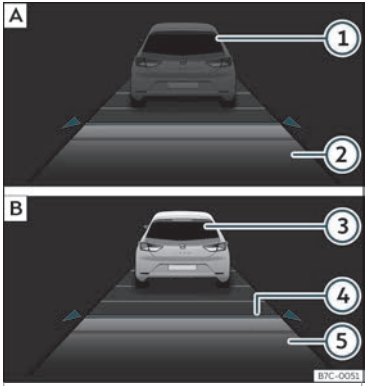
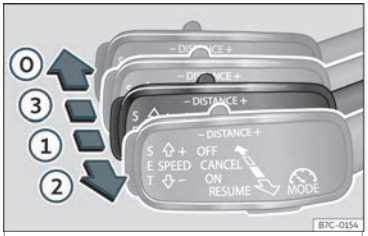
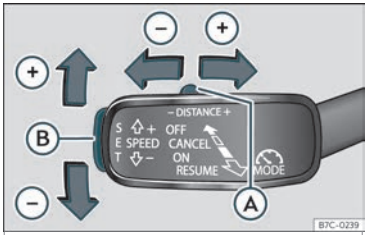

Fig. 216 Na pantalla do cadro de instrumentos: A ACC inactivo (Standby). B ACC activo.
Fig. 218 Á esquerda da columna da dirección:terceira panca para manexar o control adaptativo de velocidade.
Fig. 219 Á esquerda da columna da dirección:terceira panca para manexar o control adaptativo de velocidade.
Indicacións na pantalla ››› **fig. 216**:
Cando o ACC está conectado, no cadro de instrumentos ilumínase o indicador de control verde e na pantalla amósase a velocidade programada e o estado do ACC ››› **fig. 216**.
- Para activar o ACC mova a terceira panca á posición **ON** ››› **fig. 218** ①. Neste momento o ACC non está activo nin hai velocidade programada.
- A continuación, prema a tecla **SET** ››› **fig. 219** Ⓑ ou desprace a panca á posición **RESUME** ››› **fig. 218** ②. Neste momento actívase o ACC, prográmanse a velocidade e a distancia. A imaxe do cadro pasará a modo *Activo* ››› **fig. 216** B.
- Para programar a velocidade, mova a terceira panca cara arriba ⊕ ou abaixo ⊖ ata a velocidade desexada ››› **fig. 216** ⑥. O axuste da velocidade realízase en intervalos de 10 km/h (6 mph).
- En caso de que desexe incrementar a velocidade en intervalos de 1 km/h (0,6 mph), desprace a panca cara á posición **RESUME** ››› **fig. 218** ② ou para diminuíla prema a tecla **SET** ››› **fig. 219** Ⓑ.
- Para aumentar ou reducir o nivel de distancia, desprace a tecla Ⓐ cara á dereita ou á esquerda ››› **fig. 219**.
Na pantalla do cadro de instrumentos modifícase o nivel de distancia seleccionado ››› **fig. 216** ④. Pódese escoller entre 5 niveis de distancia. CUPRA recomenda o nivel 3. A »
- Para desconectar ACC, mova a panca á posición **OFF** (fixa) ››› **fig. 218** ⓪. Neste momento aparece o texto **ACC desactivado** e a función queda completamente desactivada.